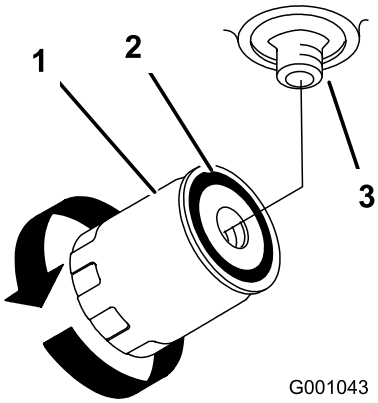

Figur 51
4. Find filteret under motorhuset, og placer dræningsbakken under filteret (Figur 51).
5. Fjern det gamle filter, og tør filteradapterens pakningsoverflade ren (Figur 51).
9. Drej oliefilteret med uret, indtil gummipakningen berører filteradapteren, når hydraulikfilteret er fuldt. Spænd derefter filteret yderligere 1/2 omgang (Figur 51).